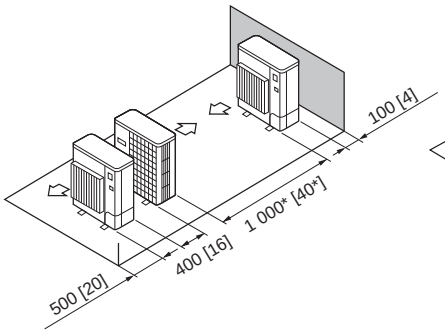

Fig. 2-16
5. Disposition pour un seul appareil parallèle (Fig. 2-16)